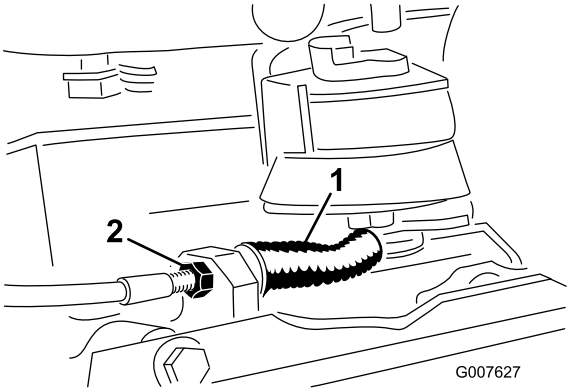

**Figuur 34**
- Draai om de kabelspanning te verminderen de voorste contramoer losser en de achterste contramoer vaster (Figuur 34). Herhaal stap 1 en 2 indien nodig.
- Draai om de kabel strakker te zetten de voorste contramoer vaster en de achterste contramoer losser (Figuur 34). Herhaal stap 1 en 2 indien nodig.